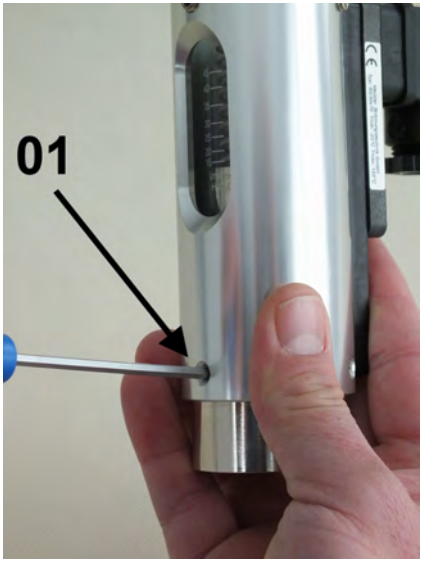

Abb. 38: Schrauben lösen
3. ⇒ Gerät mit einer Hand gegen Herausrutschen des Schauglases sichern, mit der anderen die unteren 3 Gewindestifte mit Innensechskant (Abb. 38/01) lösen